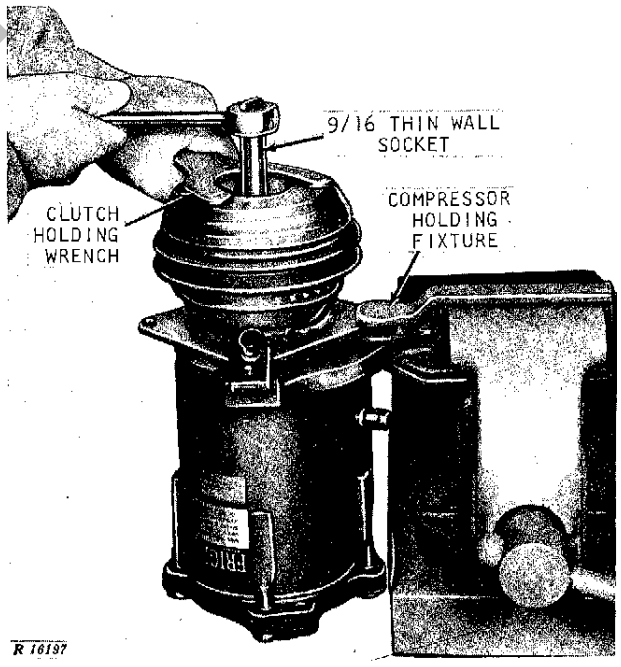

Fig. 11–Removing Lock Nut
1. Mount the compressor vertically in a holding fixture (Fig. 11). The holding fixture may be purchased commercially, or can be made in the shop.
2. Using the clutch holding wrench (KD-2018), hold the clutch hub while removing the hub and drive plate lock nut from the compressor shaft (Fig. 11).